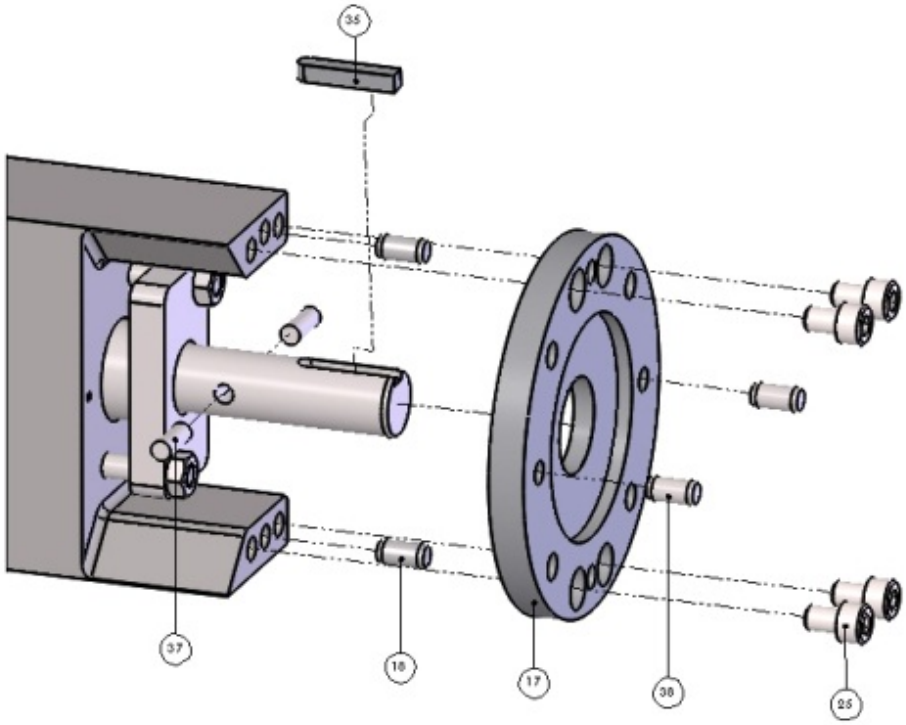

Рис. 5c
f. Установить антипродувочное устройство (Поз. 37). (см рис. 5c)